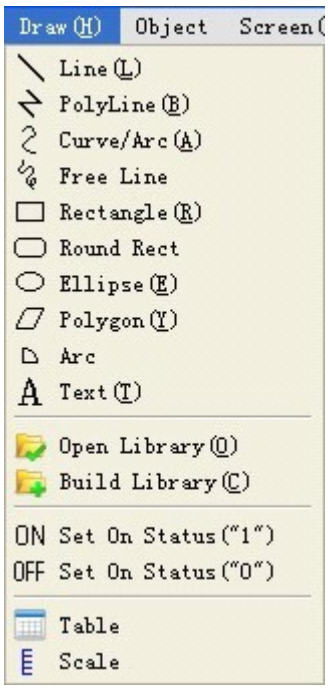

Рисунок 2-31: Меню «Draw»
Это меню, главным образом, используется для рисования картинок. SKWorkshop предлагает Line (L), Polyline (B), Curve/Arc (A), Free line, Straight Connection Line, Curve Connection Line, Rectangle (R), Ellipse (E), Polygon (Y), Text (T), Open Library (O), Build Library (C), Set ON Status, Set OFF Status, Table и Scale. Это меню также может использоваться для открытия и закрытия панели инструментов. Значок "√" справа от команды показывает, что панель инструментов отображена на экране. Используя картинки, встроенные в меню «Tool», разработчики свободно могут изменить цвет, текст, размер и положение этих элементов. Смотрите рисунок 2-31.